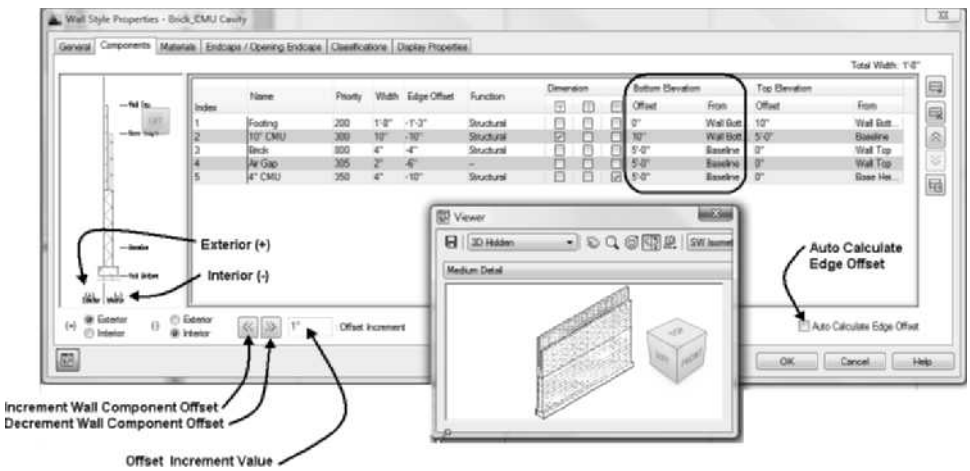

FIGURE 3.21 *Effects of setting Bottom Elevation 5'-0" [1500] above Wall Bottom for cavity components*
33. You can set the bottom elevation of each component relative to the Wall Top, Base Height, Baseline, and Wall Bottom as shown in the left pane of Figure 3.21. The bottom of the wall component will move up if the distance is assigned a positive value from the Wall Bottom and Baseline, or negative value from the Wall Top and Base Height. The Bottom Elevation for all components except the Footing and 10" [250] CMU is set to 5'-0" [1500] above the Baseline to create cavity wall components in the upper half of the wall as shown in Figure 3.21.
35. Choose the Footing component to display the footing component shown in green in the left pane. The bottom elevation of the footing is specified as 0" from Wall Bottom, and its top elevation is defined as 10" [250] from the Wall Bottom as shown in Figure 3.21. The location of the Wall Bottom is specified by the FloorLine command presented in this chapter.
37. Return to Components tab of the Brick_CMU Cavity wall style, and choose the 10" CMU [250] component. The Offset Increment value is shown as 1" [1]; therefore, when you choose the **Increment Wall Component Offset** arrow as shown in Figure 3.21, the edge offset will step over 1" [1] from the baseline in the positive direction changing the Edge Offset from –10" [250] to –9" [–249].
39. The AutoCalculate Edge Offset checkbox shown in Figure 3.21 located in the lower-right corner, if selected, will adjust the offset equal to the previous width to avoid the overlap of components. Therefore, check the Auto Calculate Edge Offset check box, choose the Brick component, and then choose the Add Component button at right. A new Brick component is created with an Edge Offset of 0", an increase of 4 [90] units.